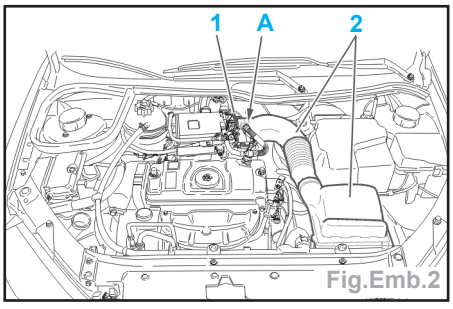

Fig.Emb.2
- Déposer (Fig.Emb.2) :
- le collier (1),
- le tuyau de réaspiration des vapeurs d'huile (en (A)),
- l'ensemble filtre à air (2).